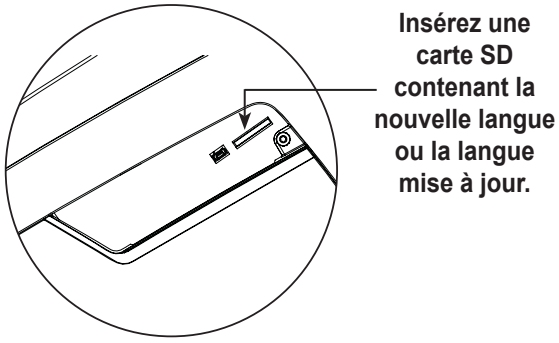

Figure 7
3. Insérez la carte SD contenant les données de langue dans le panneau latéral de la machine. Reportez-vous à la Figure 7.